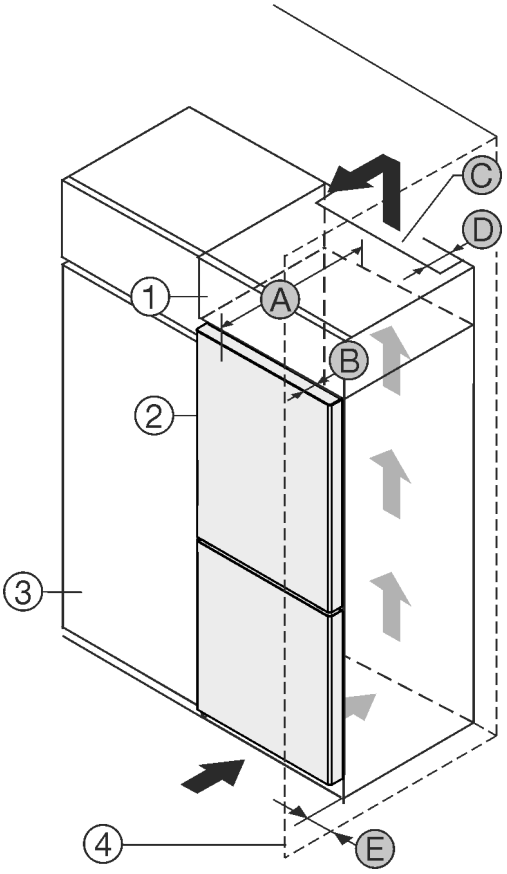

Fig. 1
Τοποθετήστε τη συσκευή ακριβώς δίπλα από το ντουλάπι κουζίνας *Fig. 1 (3)*.*
Στην πίσω πλευρά του επικαθήμενου ντουλαπιού πρέπει να υπάρχει ένα κενό εξαγωγής αέρα με βάθος *Fig. 1 (D)* σε όλο το πλάτος του επικαθήμενου ντουλαπιού.
Κάτω από την οροφή του δωματίου πρέπει να τηρείται η διατομή εξαερισμού *Fig. 1 (C)*.
Εάν η συσκευή τοποθετηθεί με τους μεντεσέδες δίπλα σε τοίχο *Fig. 1 (4)*, πρέπει η απόσταση ανάμεσα στη συσκευή και στον τοίχο να ανέρχεται σε τουλάχιστον 13mm.
Εάν η συσκευή τοποθετηθεί με τους μεντεσέδες δίπλα σε τοίχο *Fig. 1 (4)*, πρέπει η απόσταση ανάμεσα στη συσκευή και στον τοίχο να ανέρχεται σε τουλάχιστον 20mm.
Για να μπορούν να ανοίγουν εντελώς οι πόρτες, πρέπει η συσκευή να προεξέχει κατά το βάθος πόρτας *Fig. 1 (B)* από την πρόσοψη του ντουλαπιού. Η συσκευή μπορεί να προεξέχει περισσότερο, ανάλογα με το βάθος των ντουλαπιών κουζίνας *Fig. 1 (3)* και την χρήση αποστατών τοίχου.*